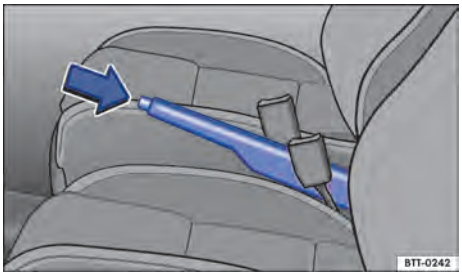

Fig. 98 Entre los asientos delanteros: palanca del freno de estacionamiento.
– Tirar de la palanca del freno de mano hacia arriba con la tecla de bloqueo presionada → fig. 98 (flecha).
– Tirar de la palanca del freno de mano un poco hacia arriba y presionar la tecla de bloqueo → fig. 98 (flecha).